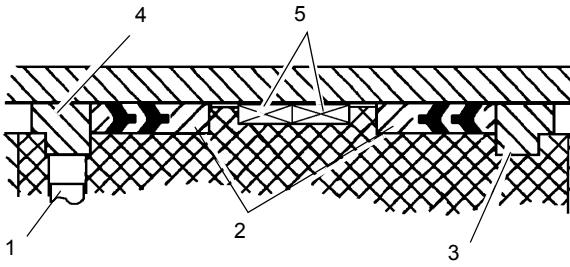

FIGURA 2-41
9. Instale los anillos de bloqueo de guía, los conjuntos de sello de hidrobloqueo (Figura 2-41) y los anillos de desgaste en la parte exterior del émbolo.